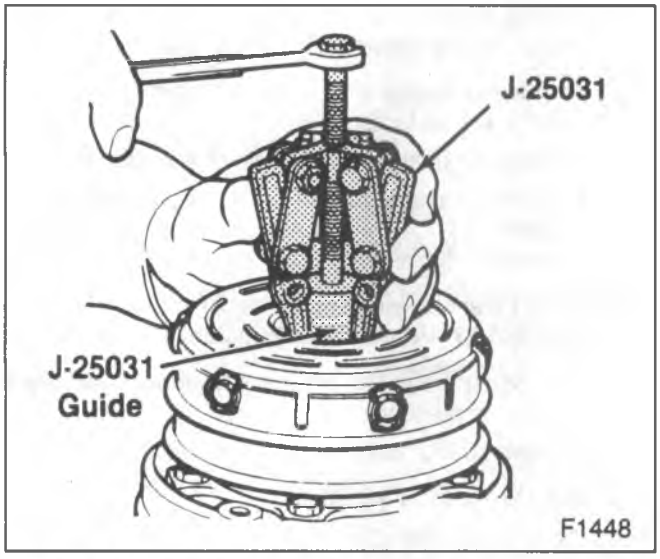

Figure 76 – Removing the Clutch Rotor Assembly
- Hold the arms of J 25031 guide over the shaft (39) end.
- Engage the arms of J 25031 puller down into the recessed edge of the rotor hub (5).
4. Bearing (6) from the rotor hub (5) with J 9398 and J 8092 (figure 76).